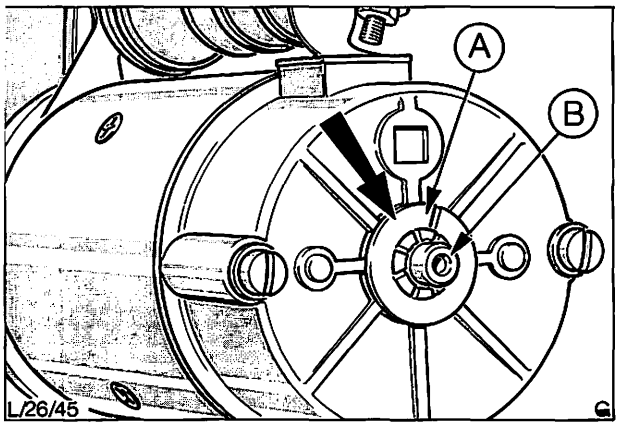

Abb. 49 A = Zahnsicherung
16. Anlaufscheibe am Kollektorende der Ankerwelle auflegen und Anker durch das Polgehäuse in das Kollektorlagerschild schieben. Neue Zahnsicherung so weit auf die Ankerwelle drücken, daß die Welle genügend gesichert wird, Abb. 49.